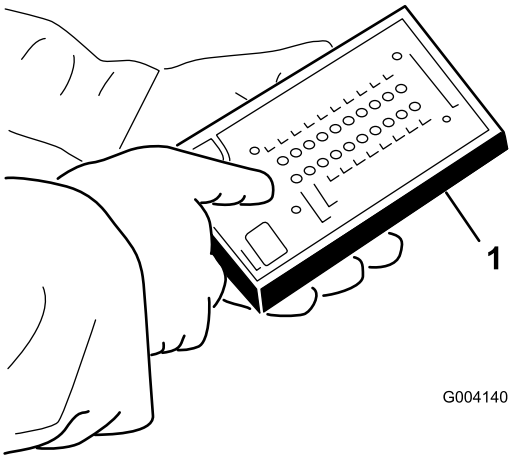

Figur 28
5. Slut ACE-fejlfindingsdisplayets stik til ledningsnettets sløjfetilbagekoblingsstik (Figur 28).